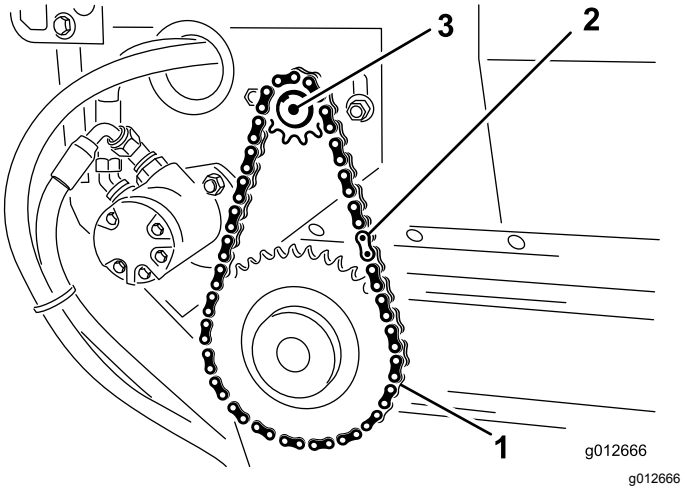

Figuur 33
1. Monteer de ketting op het kleine tandwiel en bevestig de ketting met de sluitschakel (Figuur 33).